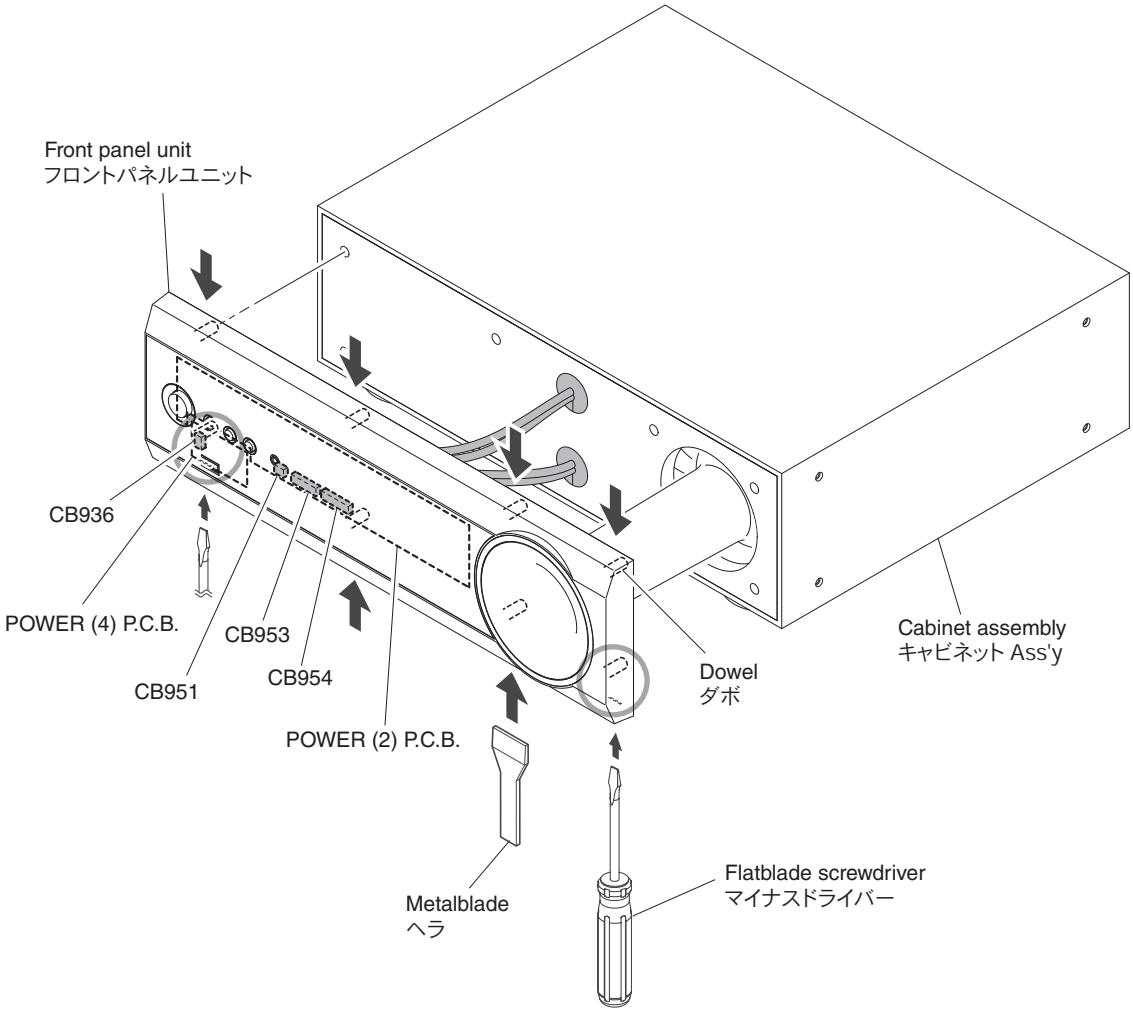

Fig. 4
a. Insert a flatblade screwdriver at 2 dowel positions and push the front panel unit frontward. (Fig. 4)
b. Using the metalblade or the like, push the front panel unit frontward gradually until it comes off. (Fig. 4)
c. Remove CB936, CB951, CB953 and CB954. (Fig. 4)
d. Remove the front panel unit. (Fig. 4)
a. マイナスドライバーを 2 箇所のダボ位置へ差し込み、フロントパネルユニットをフロント側へ押します。(Fig. 4)
b. ヘラ等を使い、フロントパネルユニットを徐々にフロント側へ引き出します。(Fig. 4)
c. CB936、CB951、CB953、CB954 を外します。(Fig. 4)
d. フロントパネルユニットを外します。(Fig. 4)